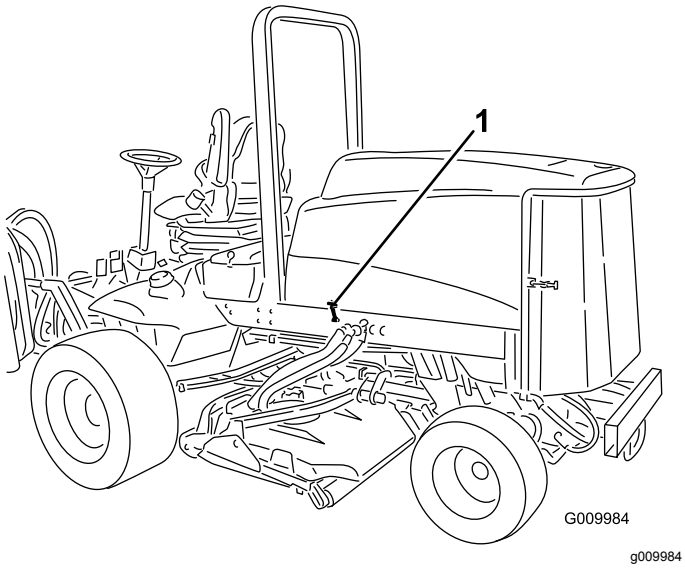

Figur 47
1. Frigör motorhuvsspärrarna (Figur 47) och öppna huven.